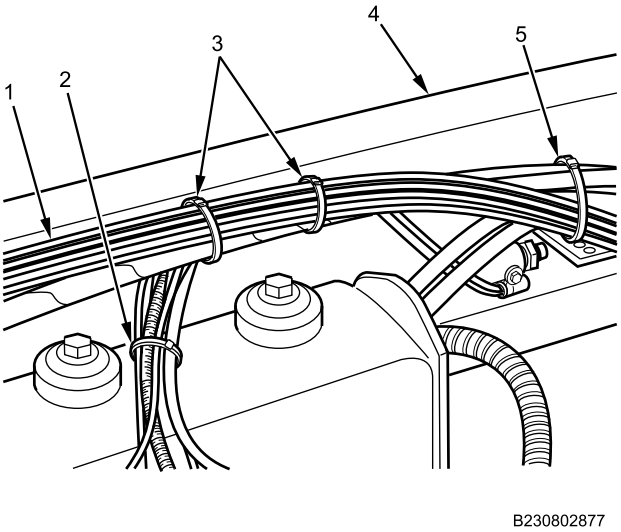

Figure 8. Transfer Case Air Line Cable Lock Straps.
5. Install new cable lock straps (Figure 8, Item 2, 3, and 5) securing air lines (Figure 8, Item 1) under frame rail (Figure 8, Item 4).